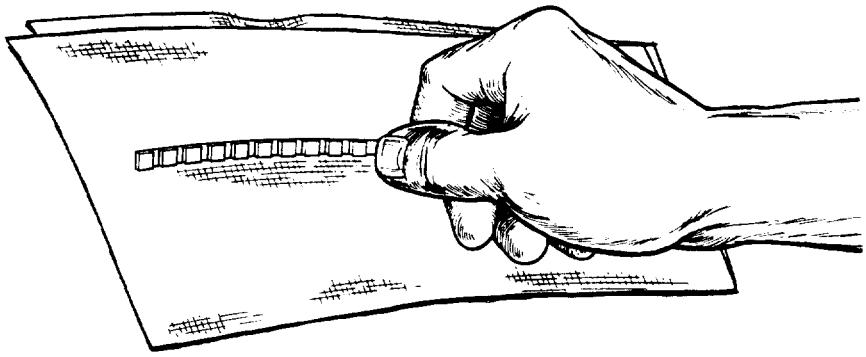

Figure 3-2
6. With the reagent areas to one side, touch the edge of the strip on a paper towel (Figure 3-2). *Do not draw the strip across the towel: touch the edge only.*